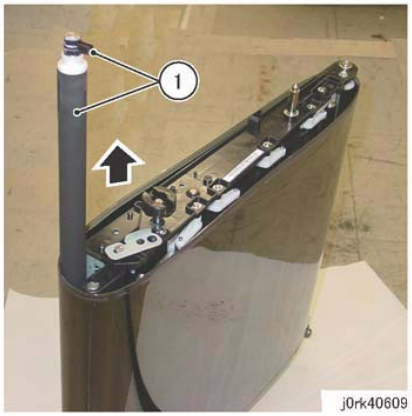

Figure 8 Backup Roll and Bearing Removal
10. Remove the Backup Roll. (Figure 8)